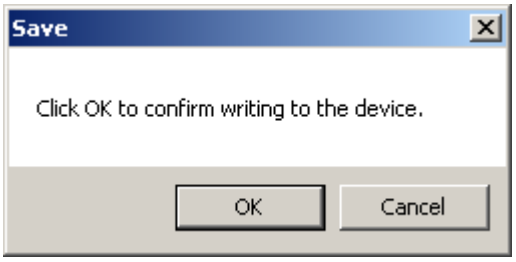

Figure 4-23 Save to Device Confirmation Screen
2. From the "Save Comm Block at Power Off" section, select either "Don't Save" or "Save", then select "Save". TapTalk will display the "Save to Device Confirmation Screen" (Figure 4-23).
2. From the "SCAMP Initialize on Power Up" section, select either "Auto Mode" or "Last Save", then select "Save". TapTalk will display the "Save to Device Confirmation Screen" (Figure 4-23).